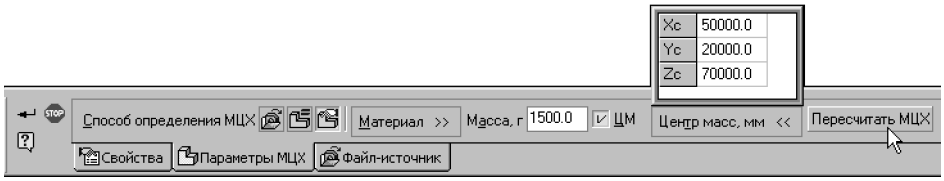

Рис. 94.6. Задание массы и центра масс компонента
- Ввод массы компонента, а при необходимости — и координат центра масс (см. раздел 94.1.2 на с. 96) (рис. 94.6). Обратите внимание на то, что координаты центра масс компонента необходимо задавать в его системе координат.